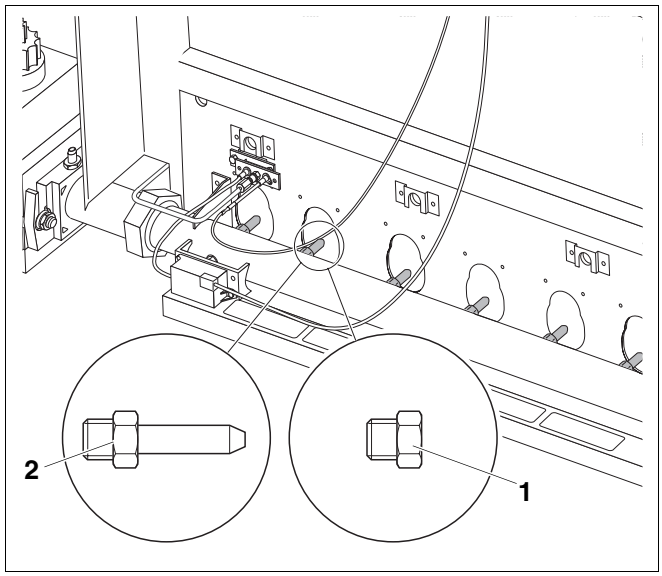

Afb. 6 Hoofdgasinspuiters controleren
- Controleer of het kenmerk van de hoofdgasinspuiters (afb. 6) overeenstemt met tab. 12, stel eventueel op een andere gassoort om (zie "Verwarmingsketel op een andere gassoort omstellen", pagina 51).